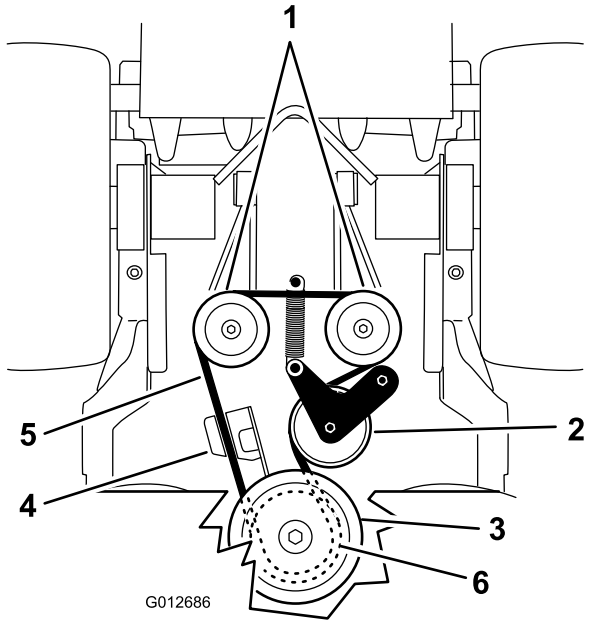

Figur 66
5. Hekt fjæren av rammen (Figur 66).
7. Monter lederullfjæren på rammen (Figur 66).